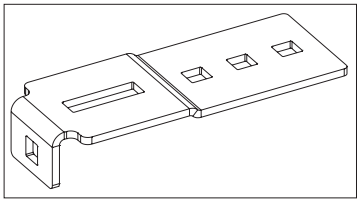
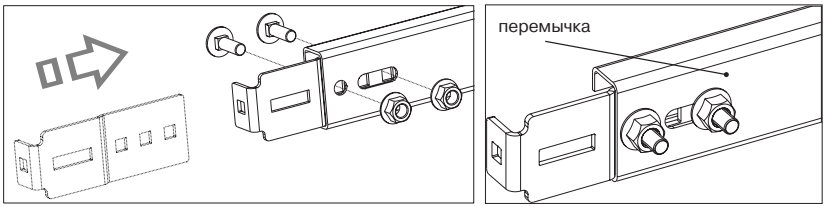

*Рис. 7.4.* Кронштейн мерной планки
*Рис. 7.5.* Установка кронштейна мерной планки
- Собрать мерную планку, для чего установить с торцов перемычки кронштейны мерной планки (рис.7.4) и закрепить их при помощи двух болтов М8х25 с полукруглой головкой и гаек с буртиком (рис.7.5).